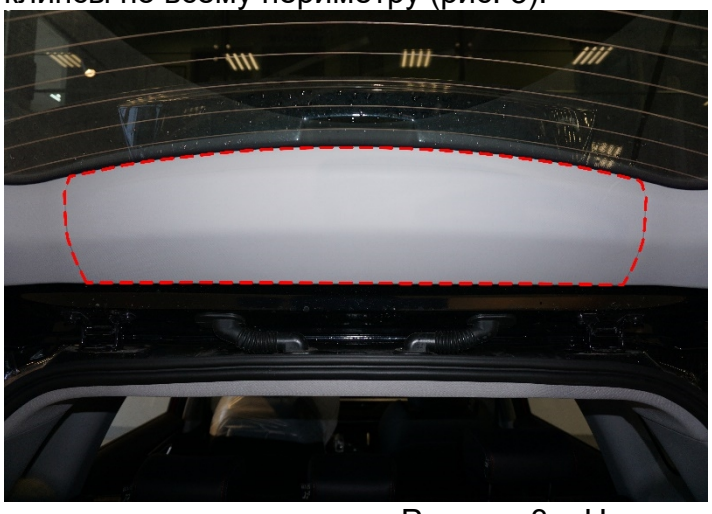

Рисунок 3 – Центральная накладка двери
1. Съемником [2] снять центральную накладку двери багажного отделения → отщелкнуть клипсы по всему периметру (рис. 3).